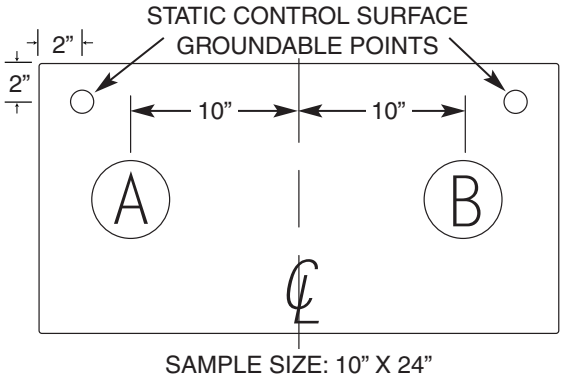

Figure 5-3: Material Evaluation Sample Configuration
A. Prepare a minimum of six samples of each material to be tested as shown in Figure 5-3.